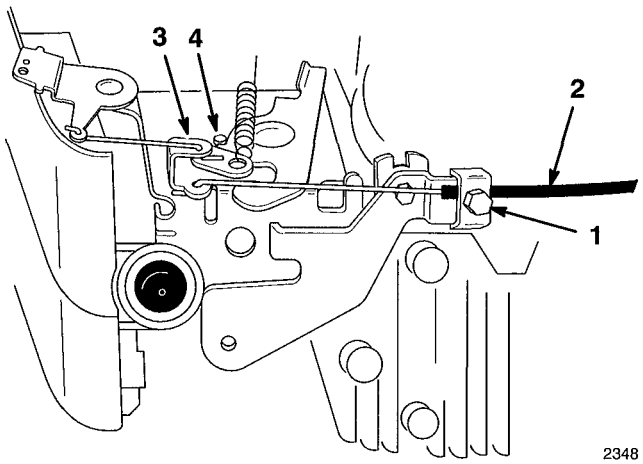

Figure 22
2. Screw (2)
3. Loosen cable clamp screw until throttle cable slides (Fig. 22).
5. Move throttle cable until throttle lever contacts stop (Fig. 22).
7. Reinstall engine cover with (2) screws. Torque screws to 8-10 in.-lbs. (.9-1.1 N·m)